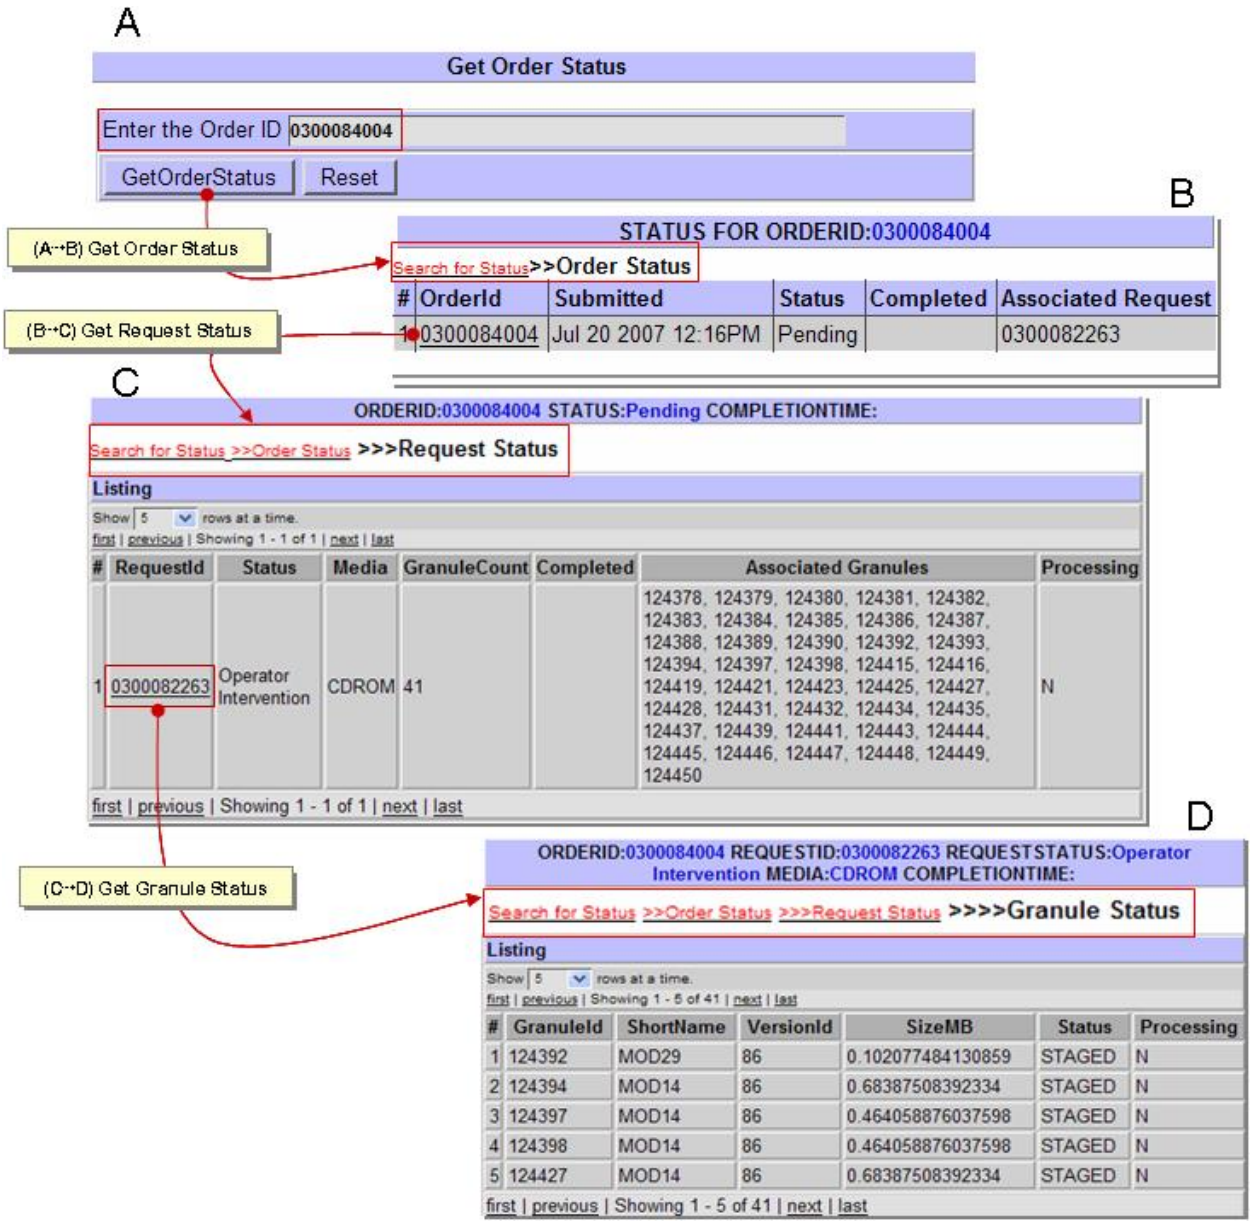

Figure 15.12-4. Order Status Details Pages (A-D)
- From the **Get Order Status** page (Figure 15.12-4, Frame A), **Enter the Order ID** number (the complete 10-digit order id). Example: 03000084004 given.
- Click the **GetOrderStatus** button to retrieve the most current **STATUS FOR ORDERID:<OrderID>** page (Figure 15.12-4, Frame B).
- Click the **OrderId <number>** under the OrderId column of the page to display the **Listing** details of the **Request Status** (Figure 15.12-4, Frame C).
- Click the **RequestId <number>** under the **RequestId** column to display the details of the **Granule Status** (Figure 15.12-4, Frame D).
10 Using the navigation bar, click the **Search for Status** link to return to the **Get Order Status** page (Figure 15.12-4, Frame A) and to continue searching other order statuses.